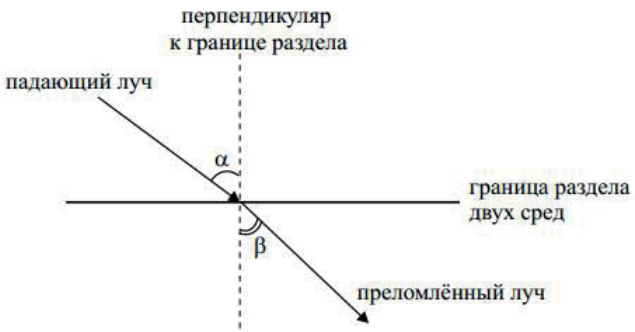

Рисунок 4 – Первый закон преломления света
1. Падающий луч, преломлённый луч и перпендикуляр, восстановленный в точке падения к границе раздела, лежат в одной плоскости (рис. 4).